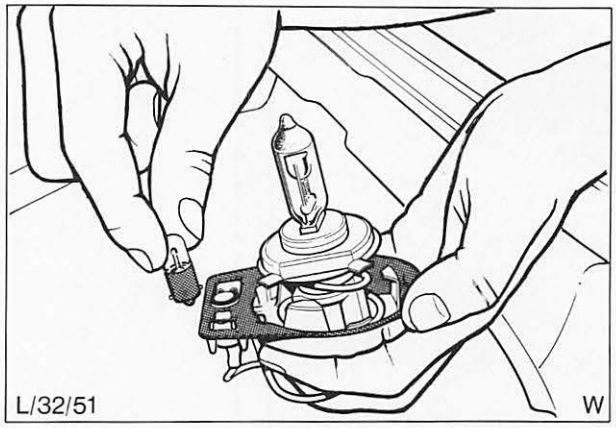

Abb. 13 Glühlampe – Begrenzungslampe ausbauen
5. Glühlampe in die Halterung einsetzen und durch Drehen sichern, Abb. 13. Die Glühlampe hat einen Bajonettverschluß.